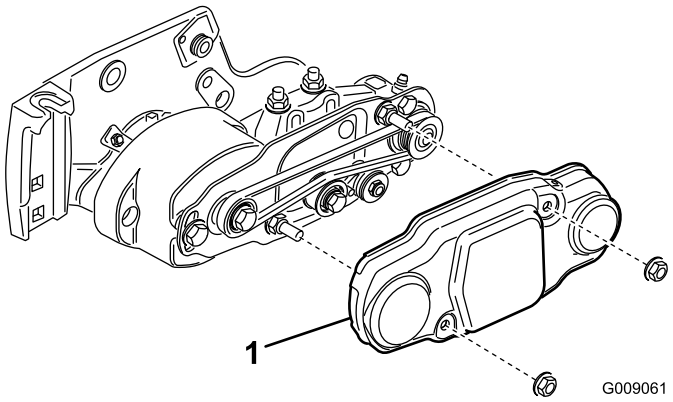

Figure 18
25. Glissez le couvercle de la courroie sur les boulons de montage et fixez-le avec 2 écrous à embase (Figure 18).